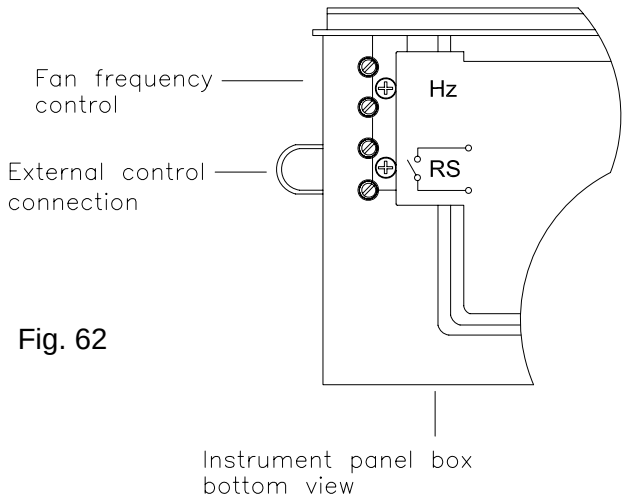

Fig. 62
8.28 EXTERNAL CONTROL CONNECTION (Fig. 62).
8.29 FAN FREQUENCY CONTROL (Fig. 62).
8.29.2 Connect the instrument to the PCB box fig. 62.